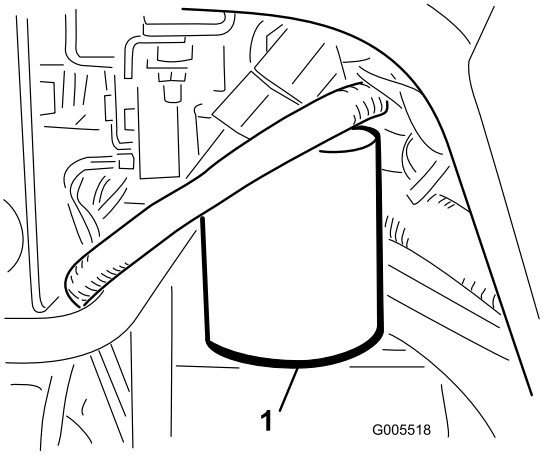

Figur 57
1. Rengjør området rundt der filteret skal festes (Figur 57). Plasser et tappefat under filteret, og ta ut filteret.